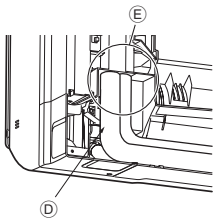

Fig. 3-10
6. Couvrir la partie évasée du raccord avec le cache-tuyaux du raccord en L ④ pour qu’il ne soit pas exposé. (Fig. 3-10)
- Ⓐ Raccord en L ④
8. Couvrir la partie évasée du raccord avec le cache-tuyaux du raccord en L ④ pour qu’il ne soit pas exposé. (Fig. 3-10)